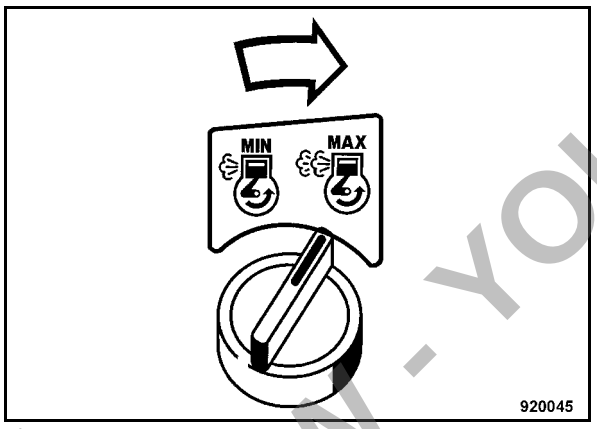

Fig. 63
- Turn the rotary momentary contact switch for engine speed clockwise to "MAX" (Fig. 63).